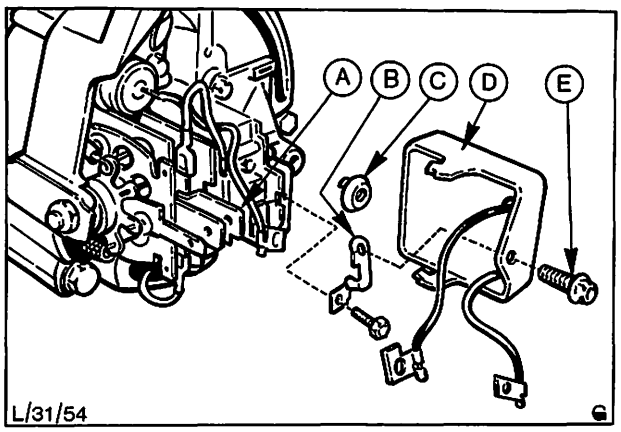

Abb. 65 Regler komplett einbauen
30. Regler komplett einbauen. Abb. 65.